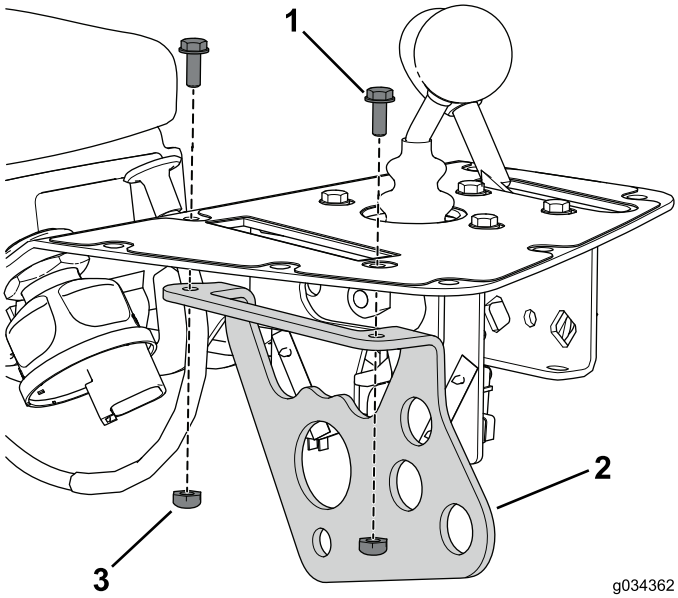

**Figura 9**
8. Remova e deite fora os dois parafusos e porcas que fixam o suporte de controlo de funcionamento ao conjunto da consola (Figura 9).